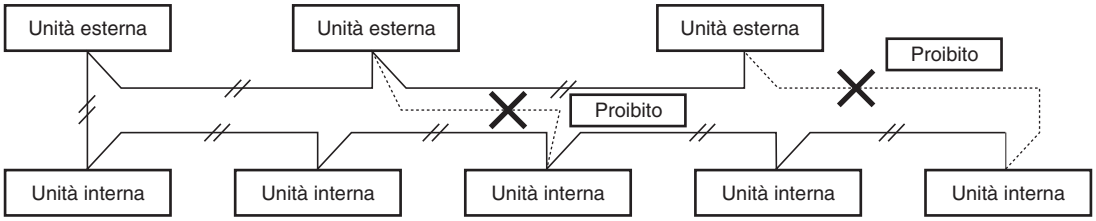

Fig. 4-3
(2) Non installare i fili di collegamento fra unità esterne in modo che formino un anello. (Fig. 4-3)